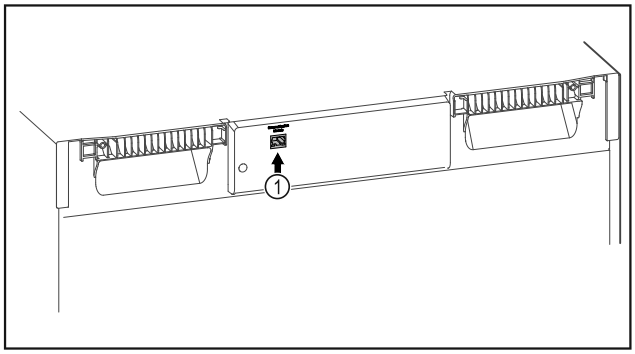

Fig. 133
❑ SmartModule *Fig. 133 (1)* este instalat.